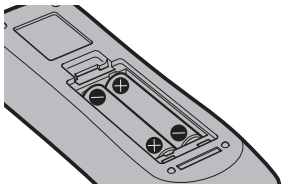

図2
2)　電池を入れ、ふたを閉じる（⊖ 側から先に入れます）（図 2）